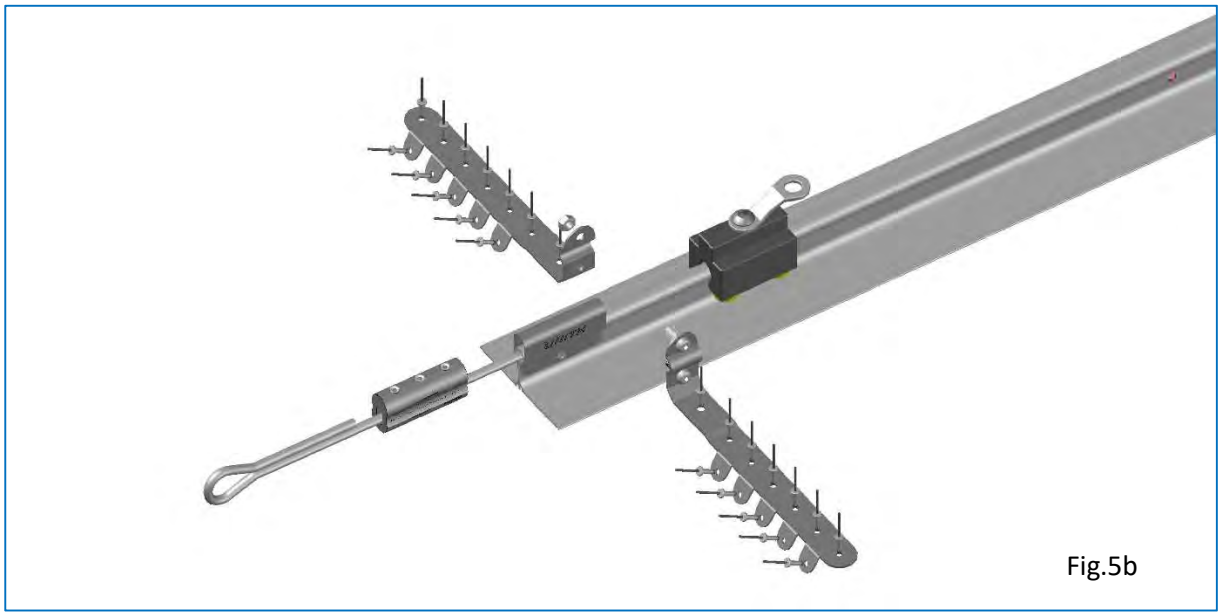

Fig.5b
- Inserire il morsetto serracavo S-Block per creare una terminazione di blocco della fune all'estremità: serrare prima la vite 2 a 20 Nm poi la 1 e 3 (attenzione seguire scrupolosamente la sequenza); mantenere il capo morto della fune verso l'alto (fig.5b)